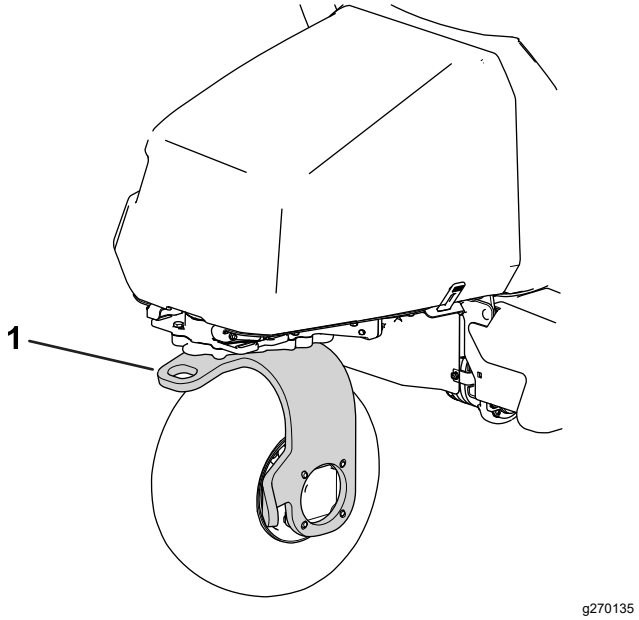

Figur 34
13. Brug den bageste styrehjulsgaffel til at bugsere maskinen (Figur 34).